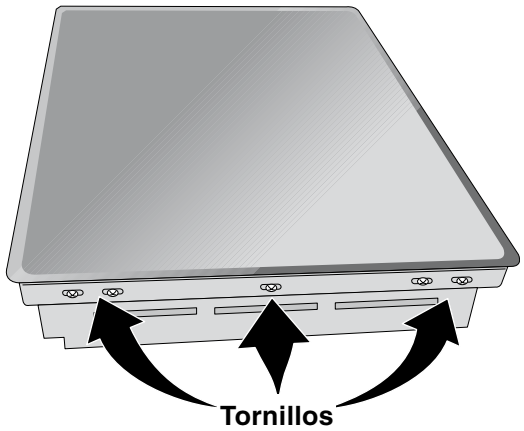

Figura 7
1. Visualmente inspeccione la estufa para daños. Verifique además que todos los tornillos de la estufa estén bien ajustados (Figura 7).